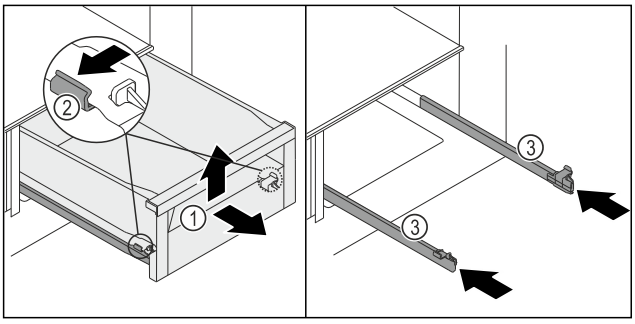

Fig. 210
▶ Extrageți sertarul *Fig. 210 (1)* până la opritor.
▶ Apăsați concomitent ușor spre exterior clema *Fig. 210 (2)* stânga și dreapta pe șine.
▷ Sertarul *Fig. 210 (1)* se desprinde de pe șine.
▶ Ridicați sertarul *Fig. 210 (1)* în față.
▶ Extrageți sertarul *Fig. 210 (1)* spre partea frontală.
▶ Împingeți în interior șinele *Fig. 210 (3)*.